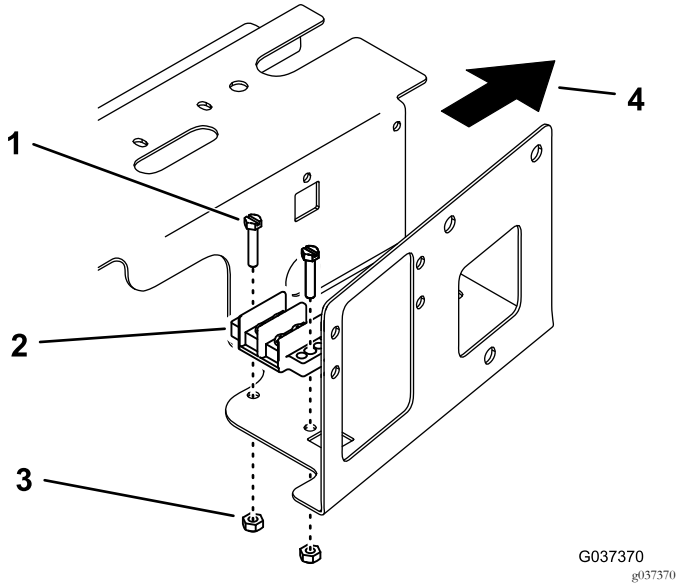

Figur 3
2. Monter den jordede klemmeblokken til undersiden av rommet med to skruer og to låsemuttere.Figur 3